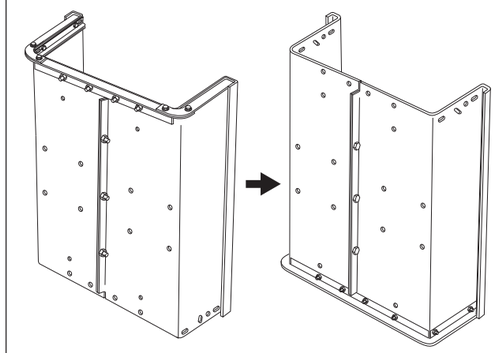

Figure 8
STEP 8 (SEE FIGURE 8): Position the cart bed with the rear of the cart facing towards the ground as shown in figure 8.